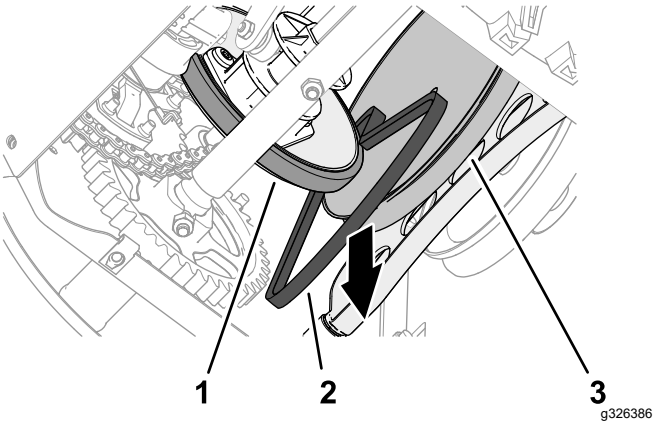

Figure 48
7. Déchaussez la courroie de déplacement entre la roue de friction et la poulie de déplacement, et déposez la courroie de la machine (Figure 48).